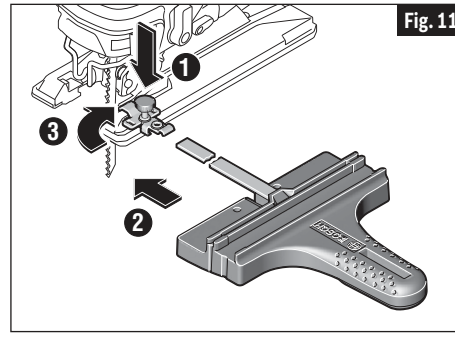

Fig. 11
3. Place lock knob(s) on proper side of clamp(s) and securely tighten lock knob(s) on the clamp(s) (Fig. 11).
3. Securely tighten lock knob(s) on the clamp(s) (Fig. 11).
8. Place lock knob(s) on proper side of clamp(s) and securely tighten lock knob(s) on the clamp(s) (Fig. 11).